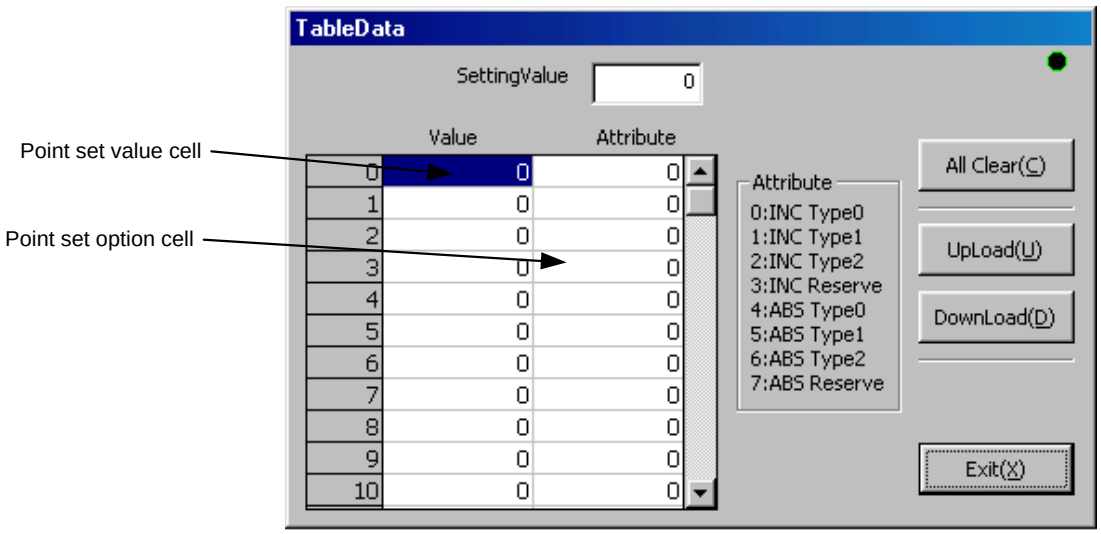

Figure 7.47 "Point Set" dialog box
Click *"Point Set (P)"* under "MainMenu" to display the "Point Set" dialog box (see Figure 7.47.)"